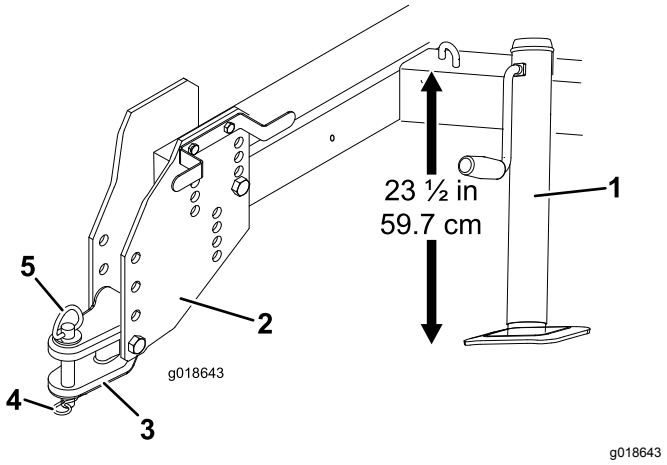

Figur 3
3. Justera domkraften så att avståndet från ovansidan av ramen till marken är 59,7 cm(Figur 3).
- Ta bort de skruvar och låsmuttrar som fäster dragstången vid dragkroksplattorna (Figur 3).
6. Fäst dragstången vid traktorenhetens dragkrok med hakbulten och hjulsprinten (Figur 3).